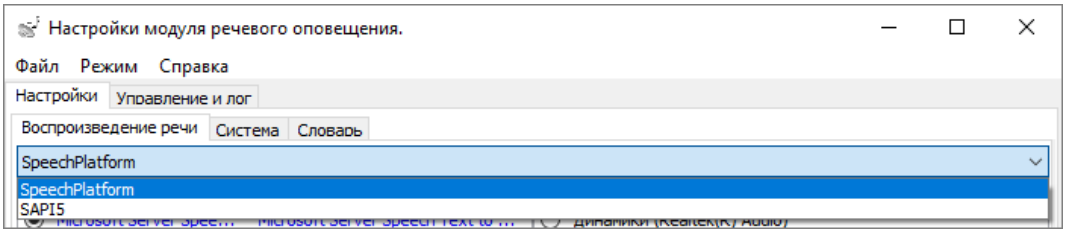

Рисунок 8-177 Выбор технологии для синтеза речи
- технологию для синтеза речи (см. Рисунок 8-177):